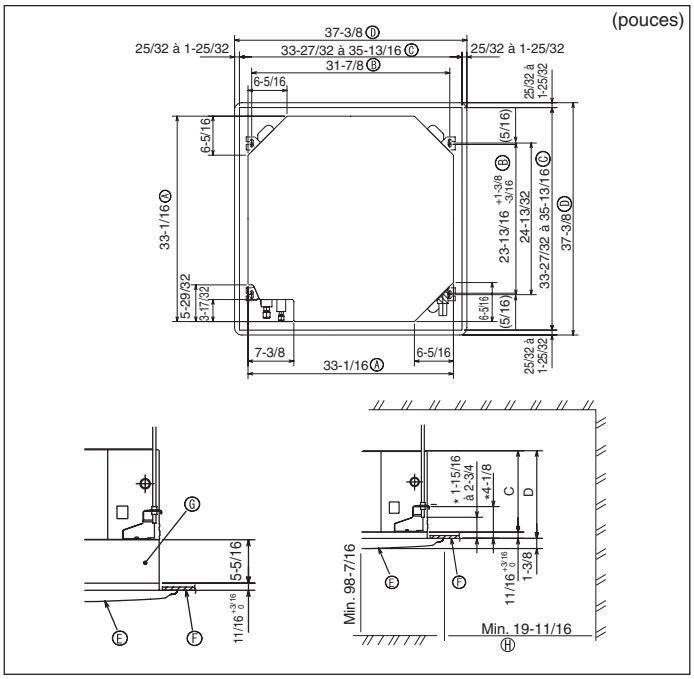

Fig. 3-2
3.2. Ouvertures dans le plafond et emplacement des boulons de suspension (Fig. 3-2)
- * Les dimensions de l'ouverture dans le plafond peuvent être définies au sein de la plage indiquée dans la Fig.3-2 ; centrer l'appareil principal par rapport à l'ouverture dans le plafond, en veillant à la symétrie de chaque côté par rapport à l'orifice.